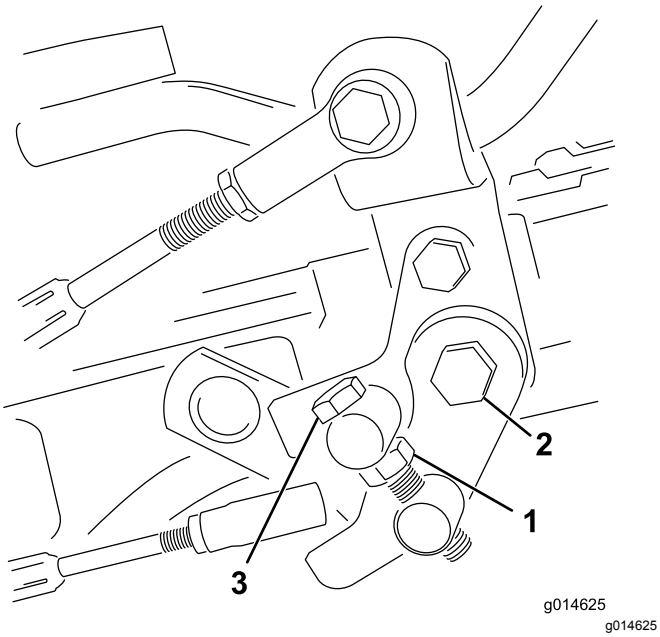

Figur 37
1. Løsne låsemutteren på vuggetappbolten (Figur 37).
4. Stram låsemutteren på vuggetappbolten og mutteren på pedaltappen for å låse justeringen (Figur 37). Sjekk justeringen, og juster etter behov.